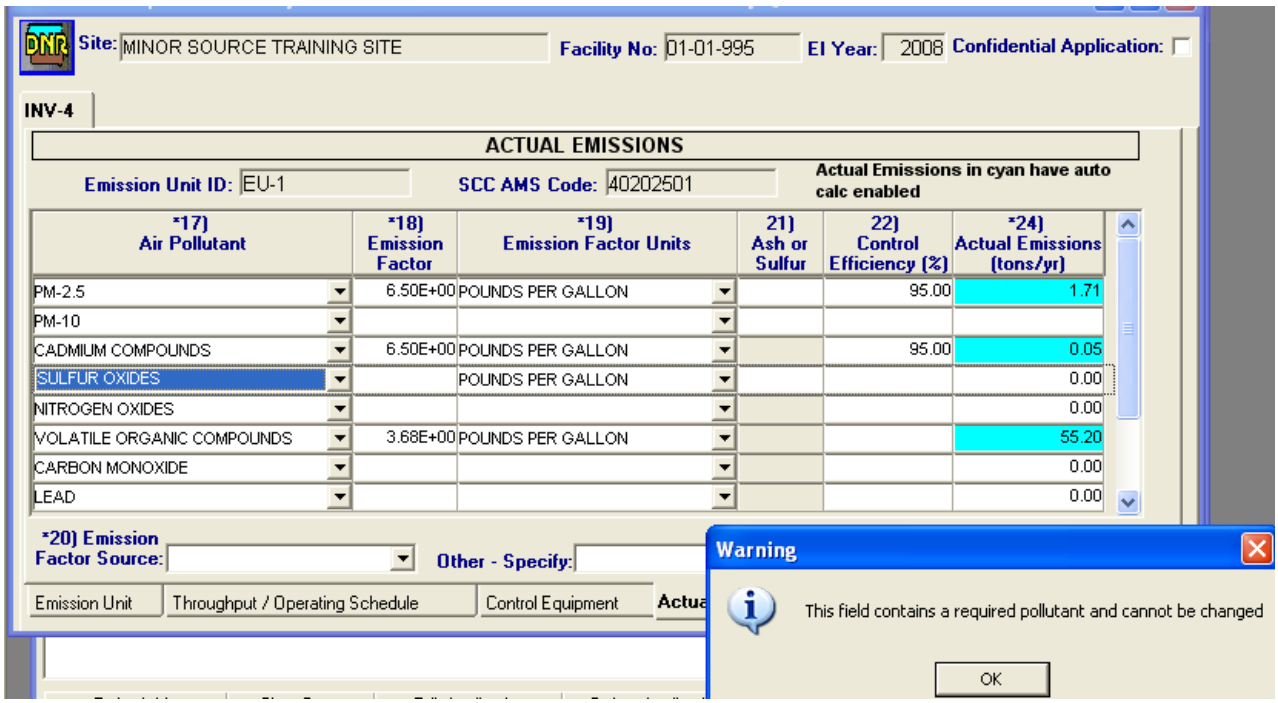

Figure 13.9 – Changing Sulfur Dioxide into Sulfur Oxides
1. Change the pollutant for which the erroneous information has been entered to any other pollutant (cannot be any of the other seven pollutants). SPARS will respond with a message that says that this pollutant cannot be changed (see Figure 13.9).